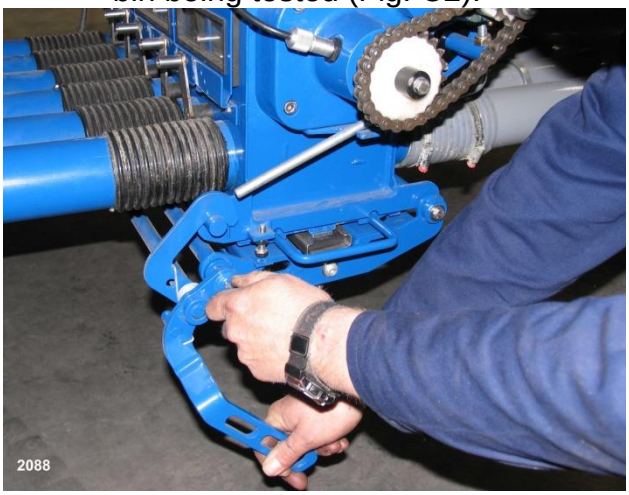

Fig. C2 Removing the meterbox hatch.
Step 1. Open the meterbox hatch from the bin being tested (Fig. C2).